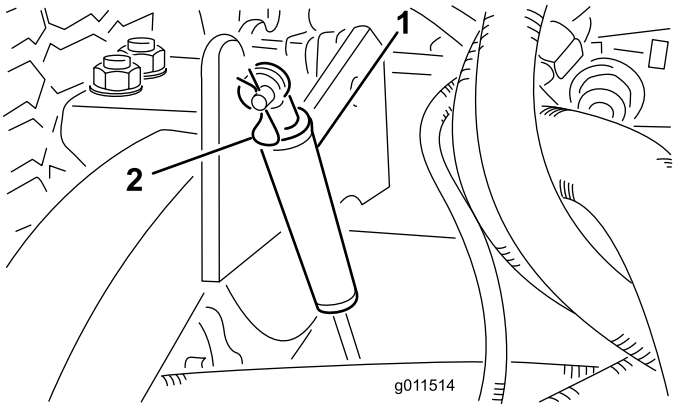

Figur 75
2. Fjern låseclipsen, der fastholder støddæmperne på løftearmene (Figur 75).